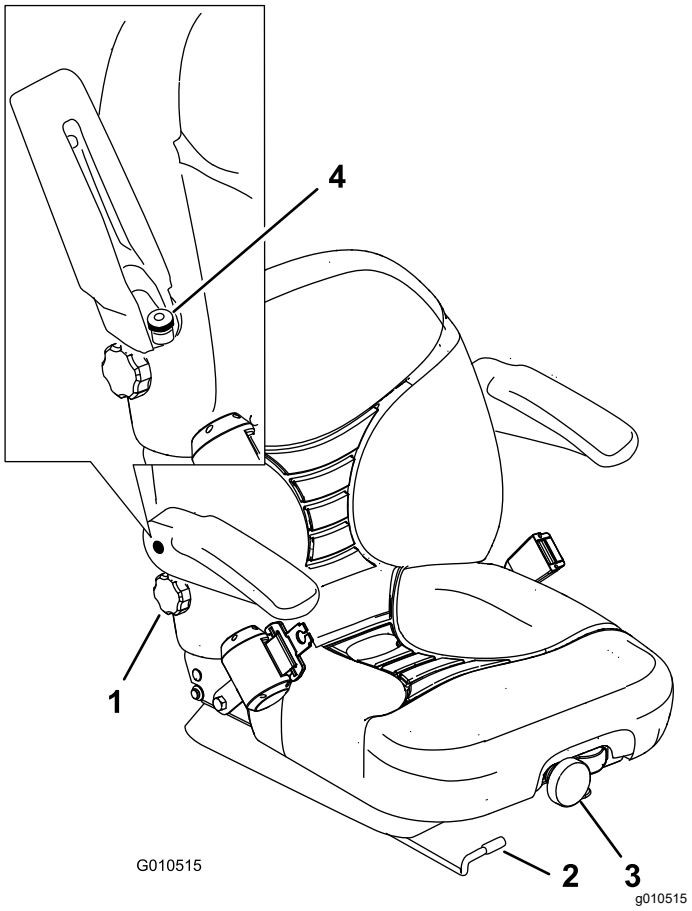

Figur 30
1. För spaken i sidled för att låsa upp sätet (Figur 30).
Justera genom att vrida den främre ratten i endera riktningen för att uppnå bästa bekvämlighet (Figur 30).
Justera genom att vrida ratten under det högra armstödet i endera riktningen för att uppnå bästa bekvämlighet (Figur 30).
Höj armstödet och vrid på ratten i endera riktningen för att få det så bekvämt som möjligt (Figur 30).